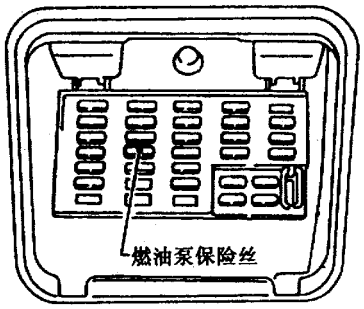

图 8－7－1　拆下保险丝
(1) 如图 8－7－1 所示，拆下燃油泵保险丝（15A）。